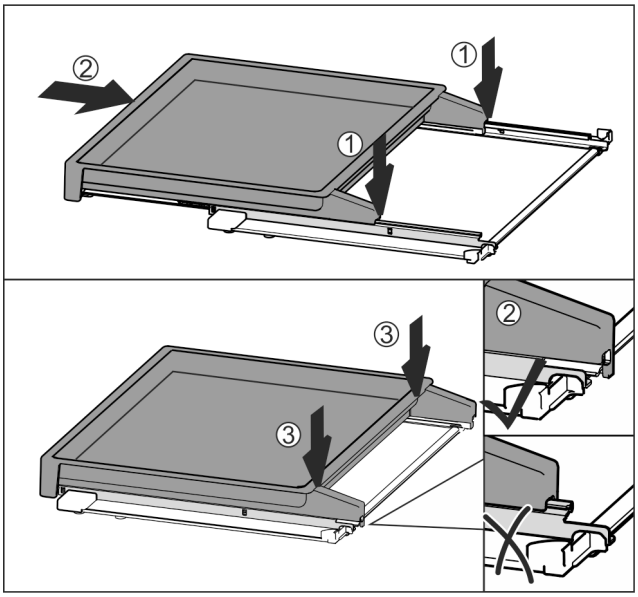

Fig. 189
▶ Place centrally on the rails *Fig. 189 (1)*.
▶ Slide the pull-out board all the way in *Fig. 189 (2)*.
▶ Press down at the back until it clicks into place *Fig. 189 (3)*.